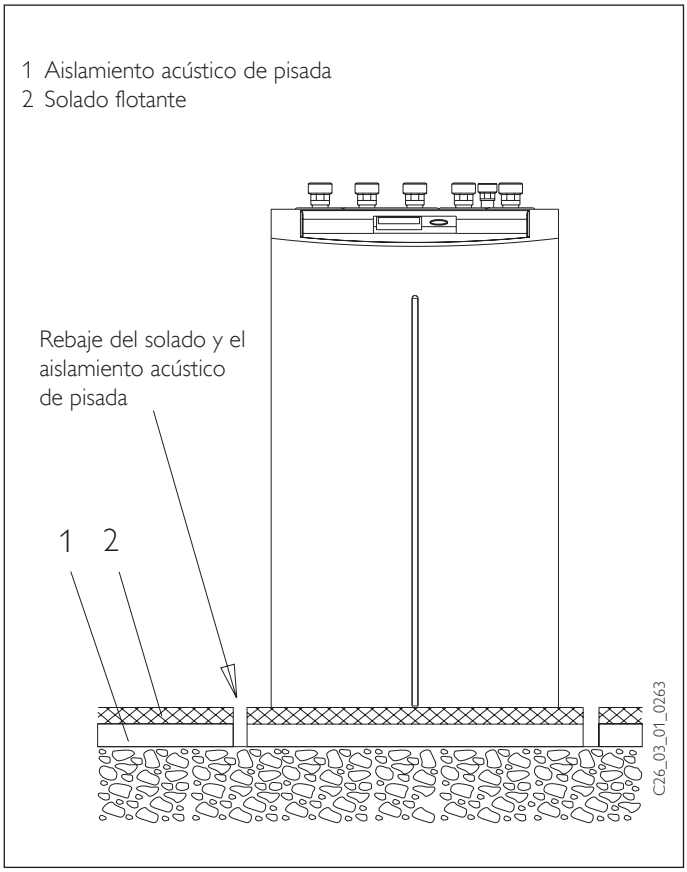

Fig. 6
- En caso de solado flotante deberá colocar aislamiento acústico de pisada y solado alrededor del lugar de colocación, para garantizar el funcionamiento silencioso de la bomba de calor (fig. 6).